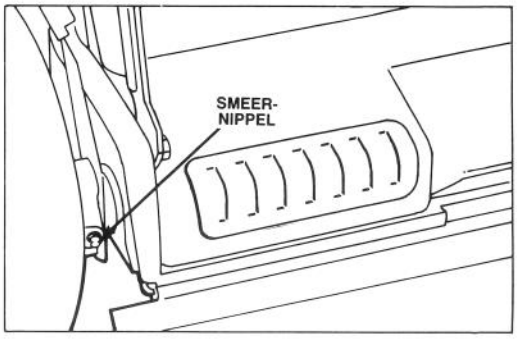

Afbeelding 25
2. Plaats de hendels voor de maaihoogte in stand "C". Maak de smeernippels schoon (Afb. 25). Plaats de smeerpomp op de nippels en spuit 2 tot 3 keer wat litiumhoudend smeerolie nr. 2 Multi-Purpose.